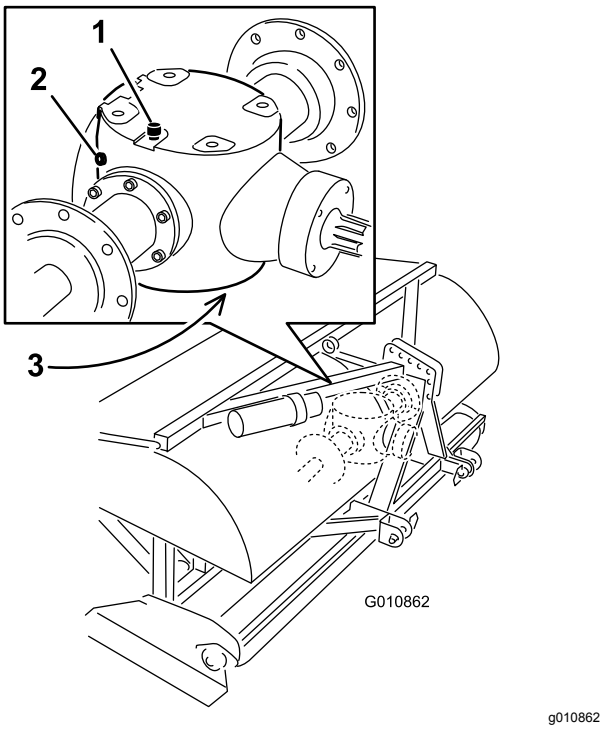

Rysunek 46
3. Wykręć z przekładni korek kontrolny (Rysunek 46).
4. Upewnij się, że olej sięga do dolnej krawędzi otworu kontrolnego w przekładni (Rysunek 46).
1. Oczyść okolice korka odpowietrzenia/wlewu i korka spustowego, aby zapobiec zanieczyszczeniu oleju (Rysunek 46).